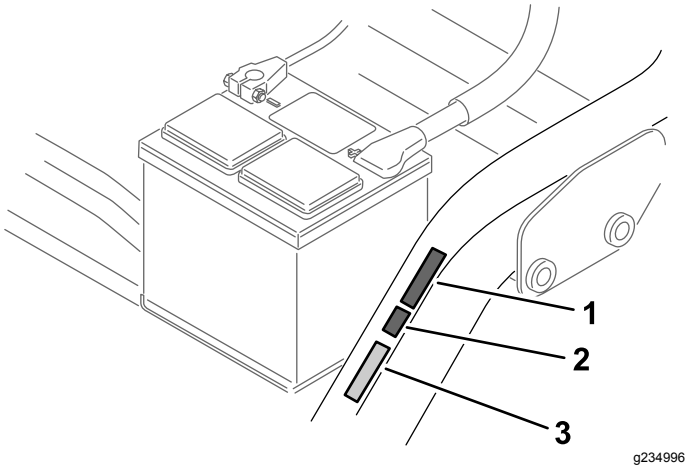

**Figur 17**
- Placera CE-märkningsdekalen bredvid serienummerplåten (Figur 17).
- Placera CE-dekalen med uppgift om tillverkningsår bredvid CE-märkningsdekalen (Figur 17).